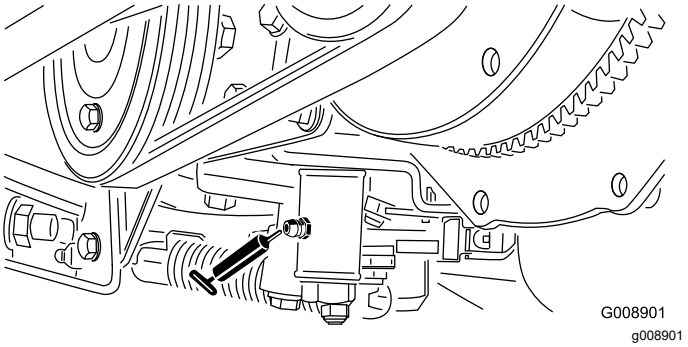

Figure 52
- Mécanisme de réglage du point mort (Figure 52)